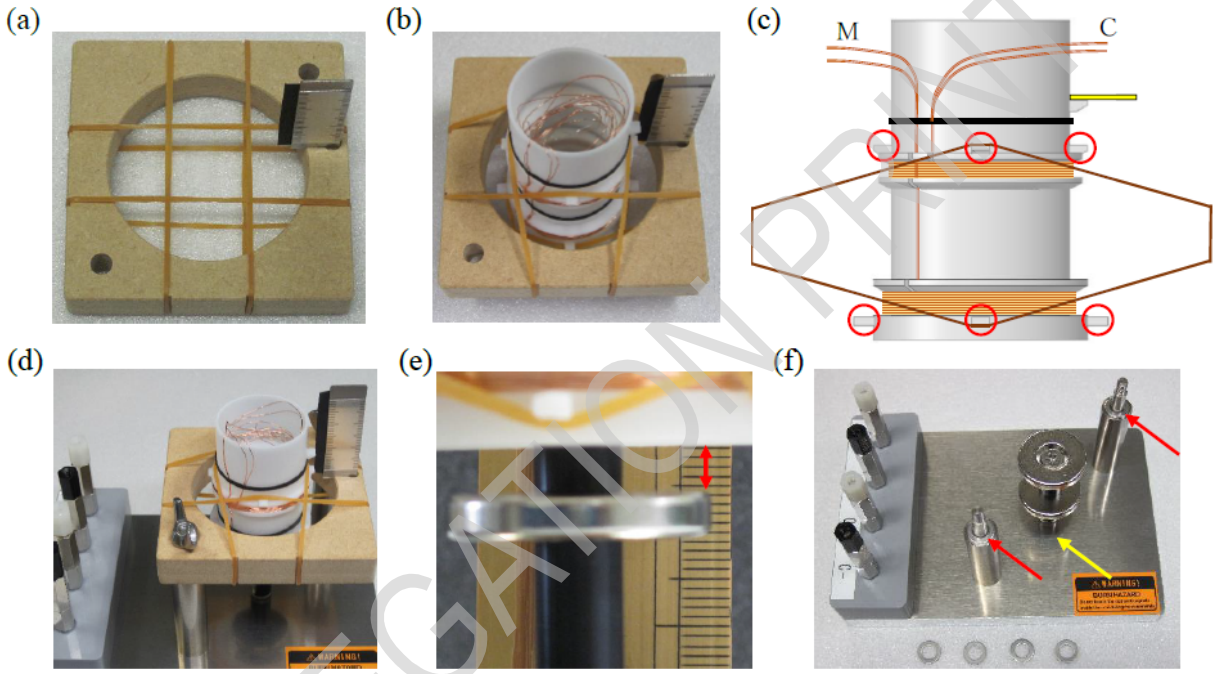

Figure 3 : Installation de l'oscillateur.
1. Retirer le support de l'oscillateur (2) de la base de montage (1). Enrouler les élastiques autour du support en formant un quadrillage (voir Fig. 3(a)).
2. Insérer l'oscillateur cylindrique (5) à l'intérieur du carré formé par les élastiques croisés (Fig. 3(b)) en faisant dépasser sa plus grande partie du côté de la règle fixée au support (2). Placer les fils conducteurs du côté opposé à la règle (Fig. 3(b)).
3. L'oscillateur cylindrique (5) est conçu pour être suspendu au support (2) à l'aide de quatre élastiques (rubber band) et de huit petits ergots (notés "hook" et entourés en rouge sur la figure 3(c)). Chaque élastique est associé à deux ergots (placés l'un au-dessus du support et l'autre au-dessous). L'élastique forme alors un losange tronqué sur la vue de côté de la figure 3(c).
4. A l'aide de deux écrous papillons (3), fixer à nouveau le support aux pieds de fixation de la base du montage. La règle doit être du côté supérieur du support et non du côté des pieds de fixation (Fig. 3(d)).
6. Au repos, la bobine principale (M pour "Main") doit se trouver au voisinage du plan médiateur des deux aimants. Dans ce cas, la distance entre la surface supérieure de l'aimant inférieur et la surface inférieure de l'oscillateur doit être comprise entre 3 et 5 mm (flèche rouge de la figure 3(e)). Si elle est trop basse, utiliser de petites rondelles (4) comme cales entre les pieds de fixation et le support (flèches rouges de la figure 3(f)). Si elle est trop haute, dévisser le pied de l'aimant de la base du montage (1) et ajouter de petites rondelles (4) comme cales sous le pied (flèche jaune de la figure 3(f)).
1. Repérer et tirer doucement les fils menant respectivement aux bobines principale (M) et de contrôle (C) (Fig. 3(c)) depuis l'intérieur de l'oscillateur cylindrique (Fig.3(b)). Vérifier que la partie argentée des extrémités libres n'a pas été arrachée.